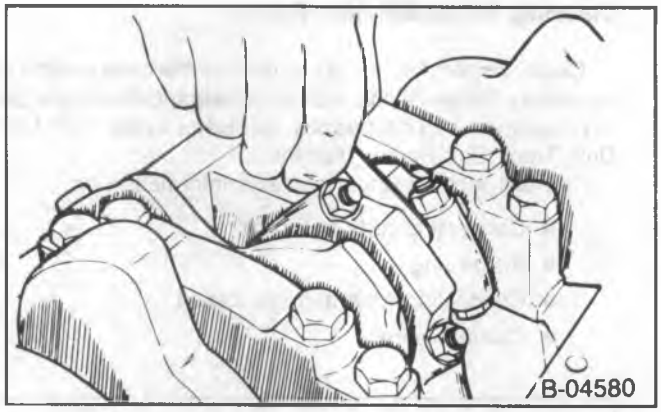

Figure 29—Measuring Connecting Rod Side Clearance
- Connecting rod side clearance. Use a feeler gage between the connecting rods (figure 29). The correct clearance is 0.006-0.014-inch.